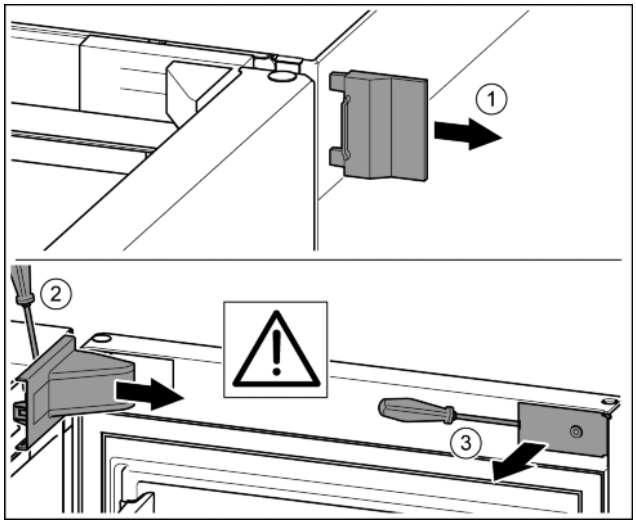

Fig. 7
▶ Снять внешнюю крышку. *Fig. 7 (1)*
▶ При помощи отвертки освободить от фиксаторов крышку опорного кронштейна и отсоединить. Снять крышку опорного кронштейна. *Fig. 7 (2)*
▶ Шлицевой отверткой вывести накладку из зацепления и отвести в сторону. *Fig. 7 (3)*